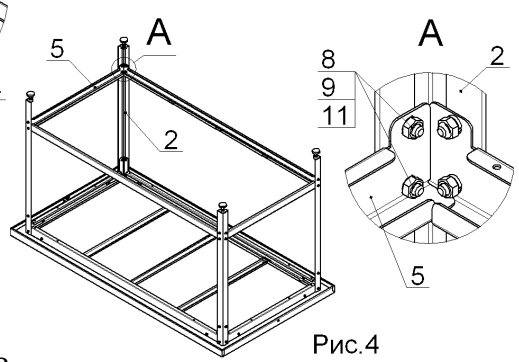

Рис.4
4. Рис.4: установить на стойки (2) профили короткие (5), при помощи болтов, гаек и шайб (8, 9, 11), закрепив их на 1-ой стойке, гайки не затягивать.